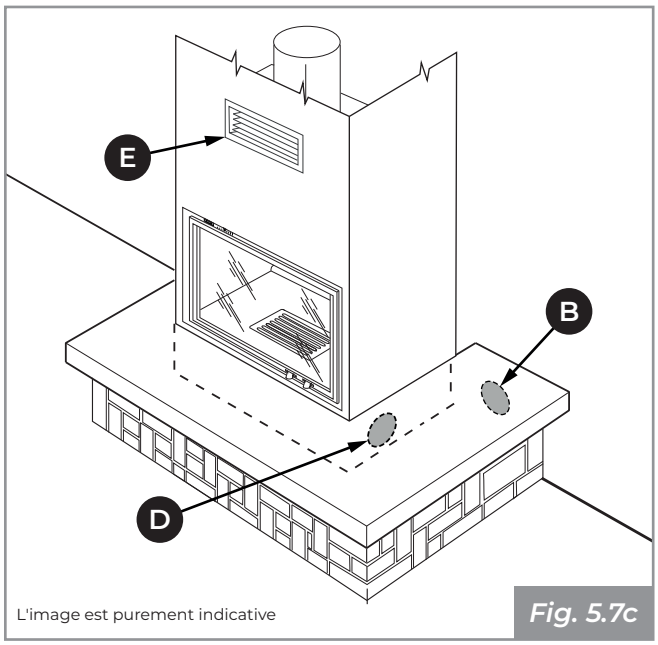

*Fig. 5.7c*
- **(Fig. 5.7c)** : prise d'air externe **(B)** réalisée à l'intérieur du revêtement.